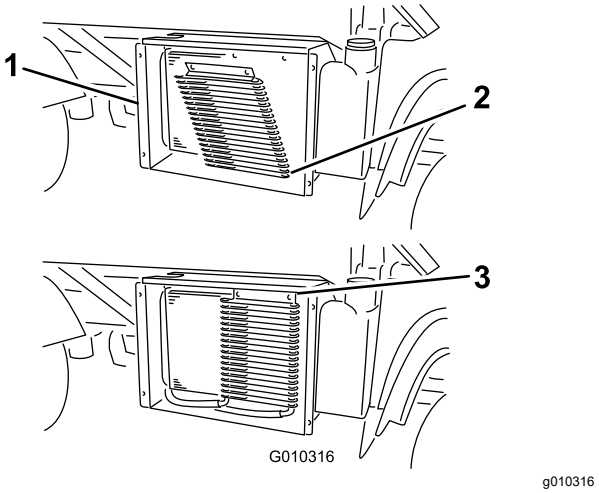

Figuur 53
6. Als uw machine met sluitingen is uitgerust, draai deze dan en draai de oliekoeler weg van de radiateur (Figuur 53).